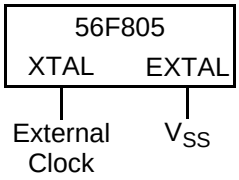

Figure 3-9 Connecting an External Clock Signal
The recommended method of connecting an external clock is given in **Figure 3-9**. The external clock source is connected to XTAL and the EXTAL pin is grounded.
1. See **Figure 3-9** for details on using the recommended connection of an external clock driver.